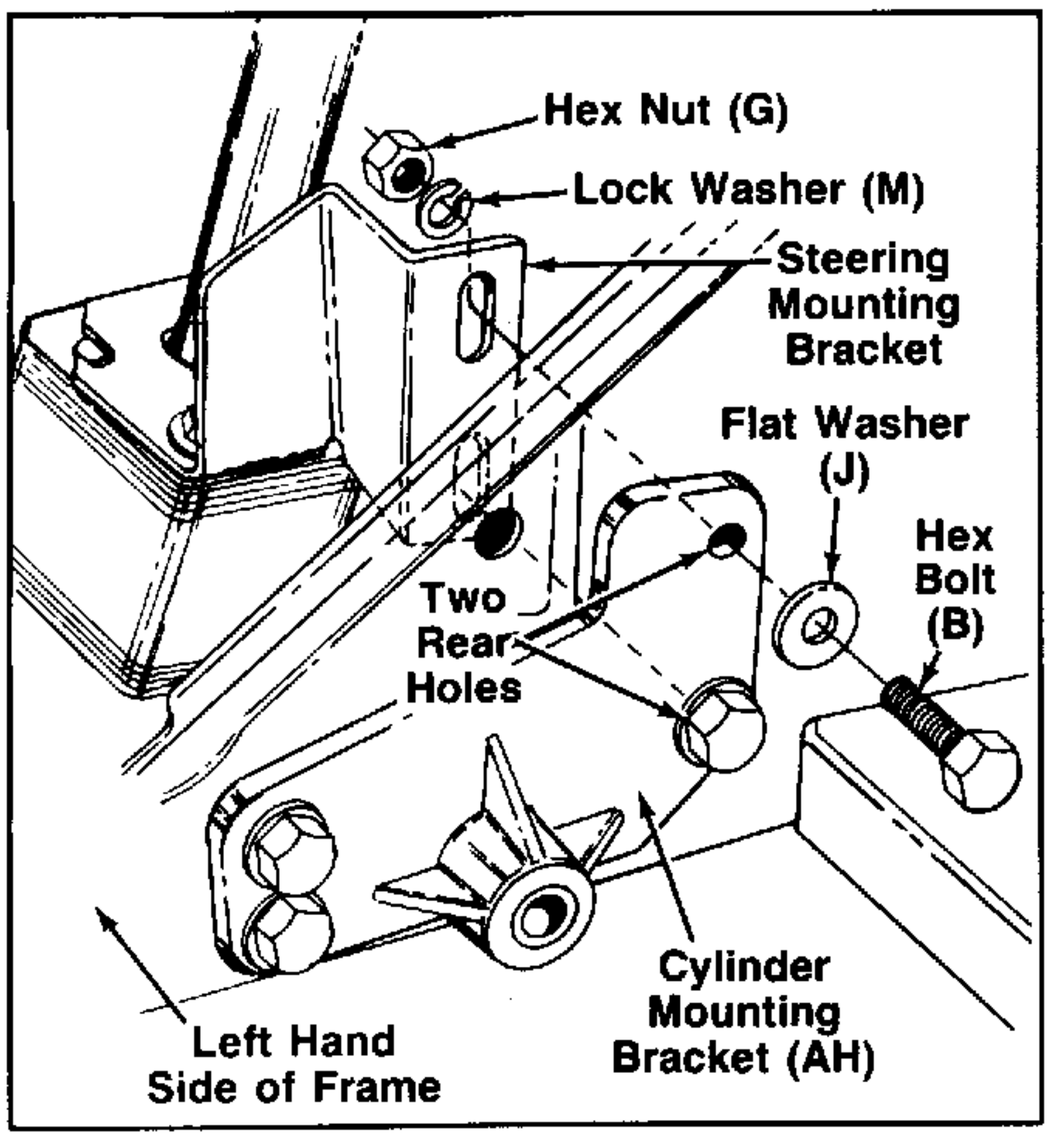

FIGURE 17.
B. Secure the cylinder mounting bracket to tractor frame with two hex bolts (B), flat washers (J), lock washers (M) and hex center lock nuts (G). See figure 17. Tighten securely.